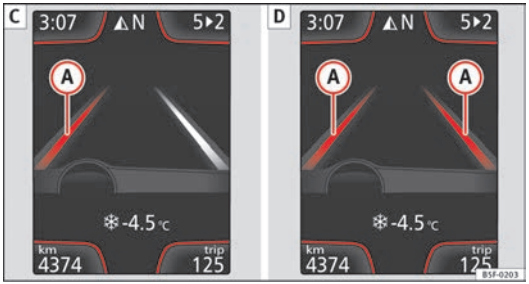

Fig. 142 On the instrument panel display: Indication on the Lane Assist system display (example 2)
– The system is operational, a highlighted line A indicates that there was a risk of involuntarily crossing the lane line and that the steering is being adjusted to correct the angle ⇒ Fig. 142 C.
– The two highlighted lines A light up simultaneously when both lane lines are recognised and the Lane Assist function is active ⇒ Fig. 142 D.